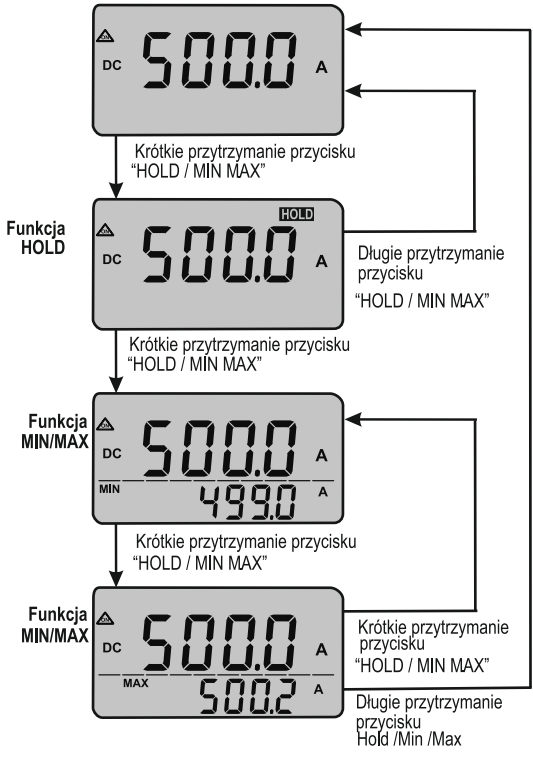

Rys. 6.1: Ekrany dla funkcji HOLD/MIN/MAX
- Funkcja "MIN MAX" nie dotyczy Harmonicznych oraz parametrów na drugim polu wyświetlacza "MIN MAX", nie dotyczy też 3P3W i 3P4W z niesymetrycznym obciążeniem. Rysunek 6.1 pokazuje procedurę aktywacji funkcji HOLD i Min Max